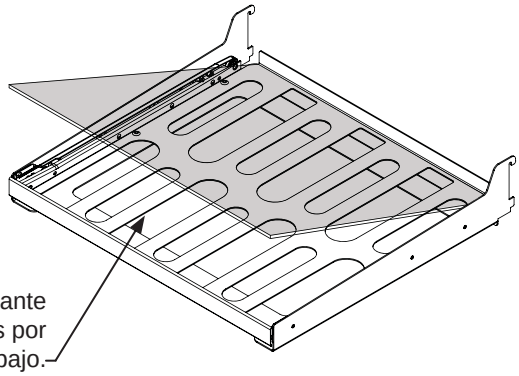

Figura 15
(2) estante en voladizo con vidrio plano y cortes para vinos (vea la Figura 15).
(1) estante en voladizo con vidrio plano y cortes para vinos (vea la Figura 15).